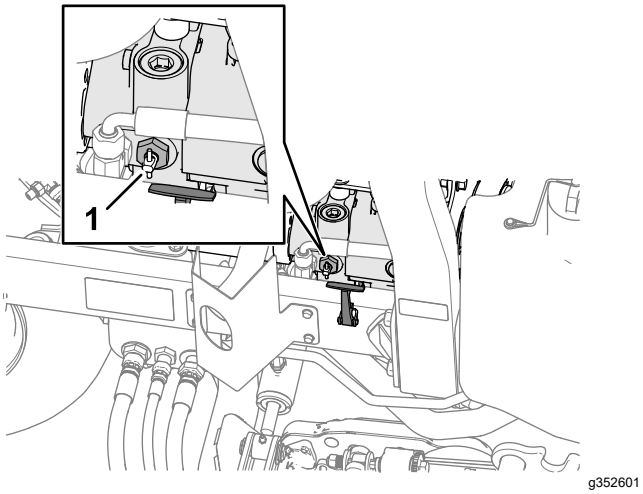

**Figur 52**
2. Vrid förbikopplingsventilens handtag på pumpen (Figur 52), som sitter nära den högra motorhuvsspärren, i 90°.